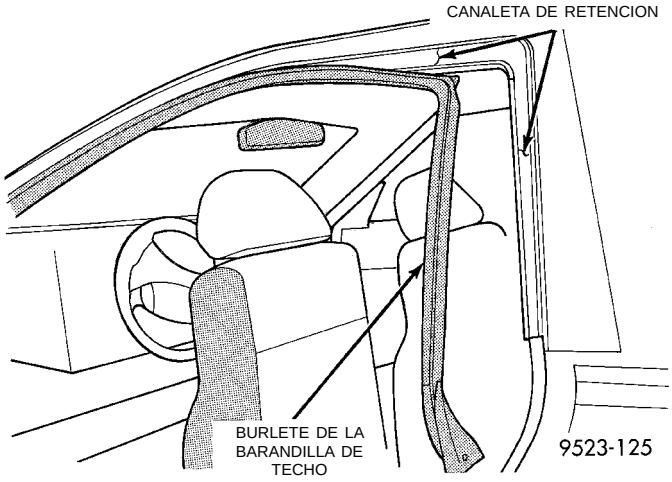

Fig. 39 Burlete de la barandilla de techo
(1) Con una herramienta de tipo horquilla C-4829, desacople los sujetadores de presión que fijan la parte inferior del burlete al parante B.
(2) Desacople los sujetadores de presión que fijan la parte inferior del burlete al parante A (Fig. 39).
(3) Extraiga el burlete de la barandilla de techo de la canaleta de retención.